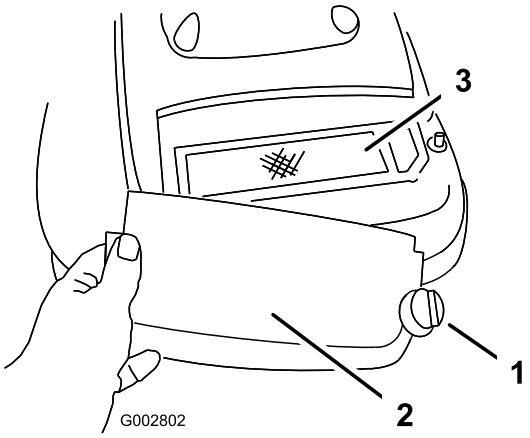

Bild 22
3. Nehmen Sie die Schraube ab, mit der die Luftfilterabdeckung befestigt ist (Bild 22).
4. Entfernen Sie die Abdeckung und reinigen Sie sie gründlich (Bild 22).